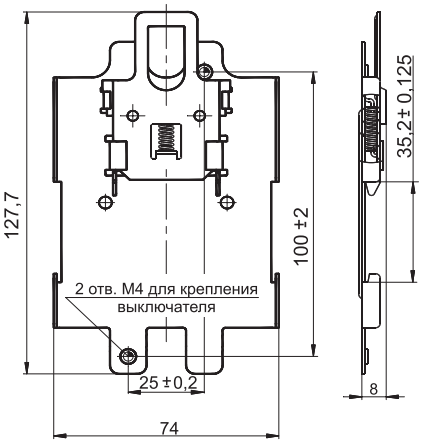

***Рисунок 4 -*** *Адаптер для крепления выключателя ВА57-31 на DIN-рейку (35 мм)*
- закрепить выключатель с адаптером на DIN-рейку и подключить проводники главной цепи и выводы дополнительных сборочных единиц в соответствии со схемой (рисунок 4).